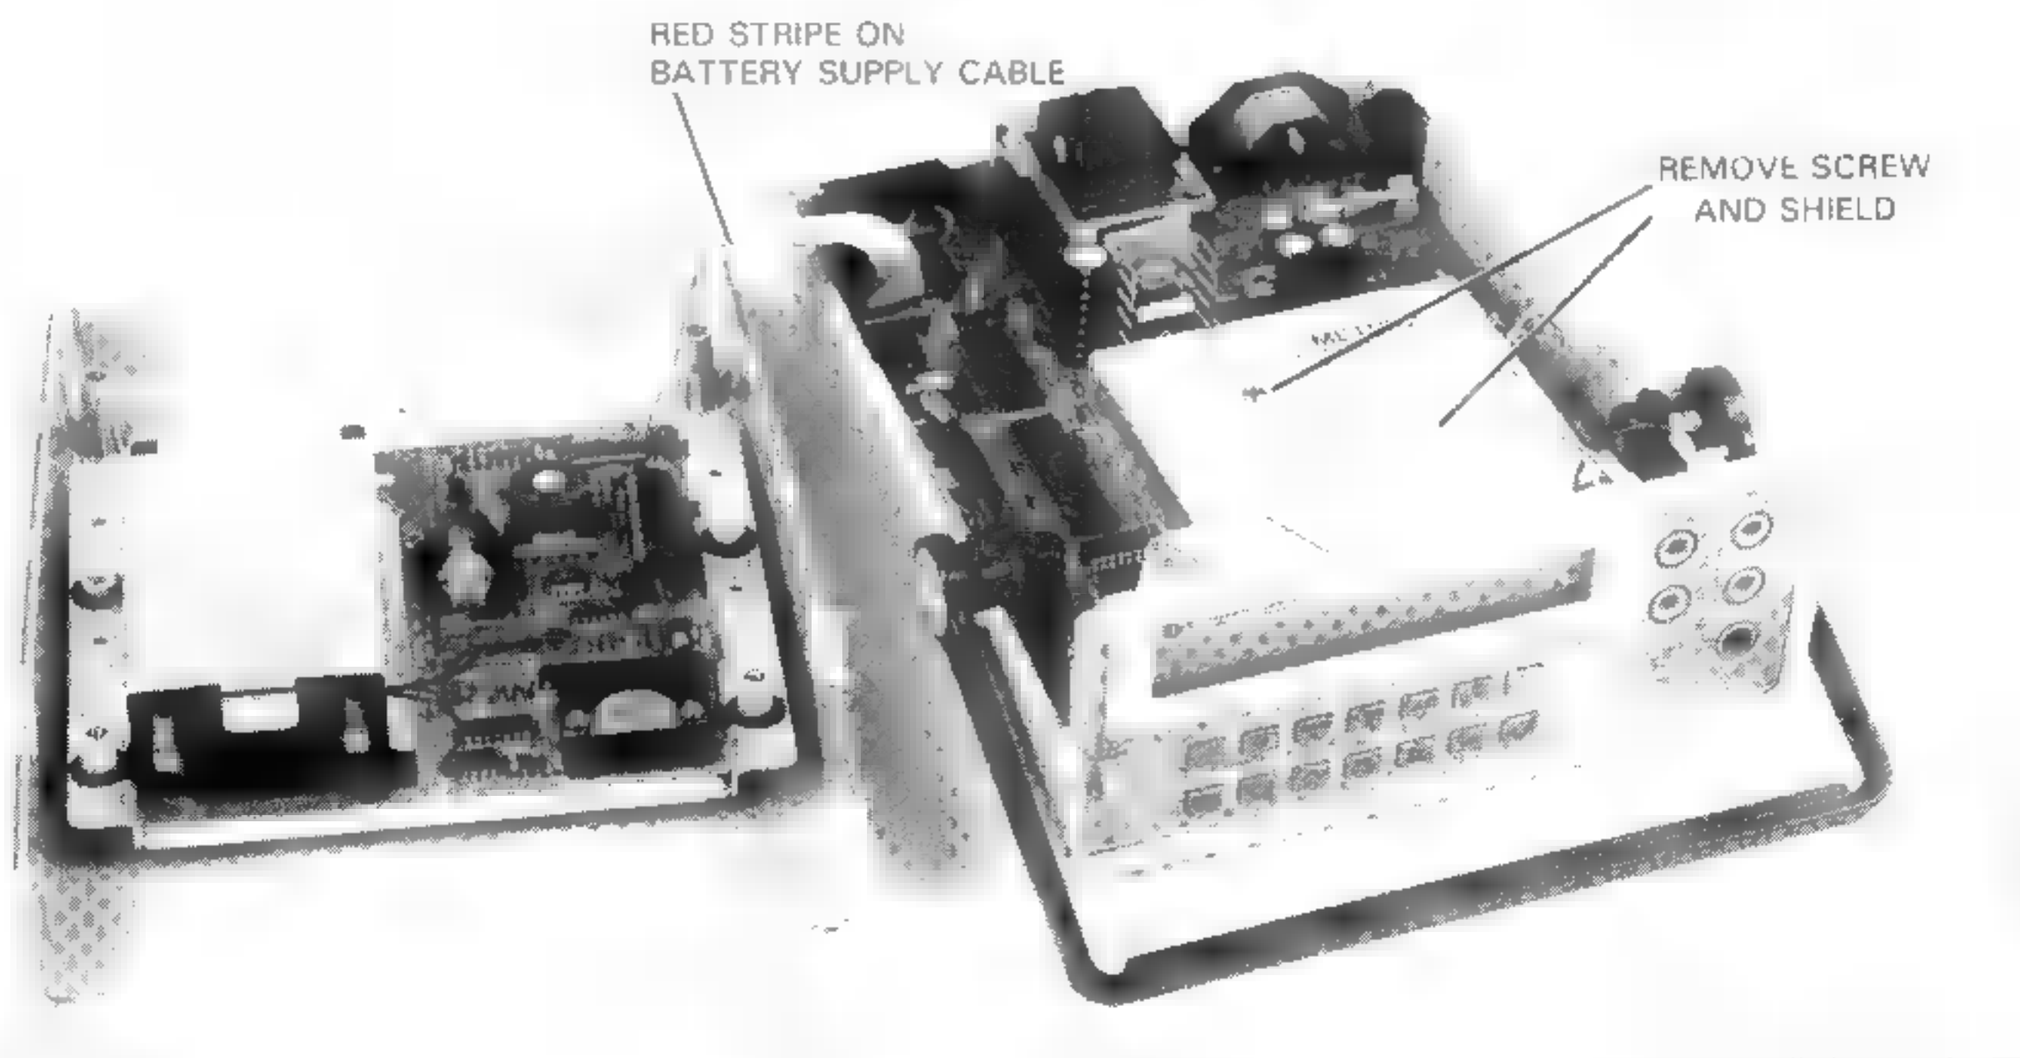

Figure 2-2. 3468A Top Cover Removed
5. If the 3468A has the optional Battery Charger (Option 001), lift the top cover assembly up approximately one inch and then place it to the left of the instrument, in an inerted position as shown in Figure 2-2. Locate the battery supply cable and note that it is plugged into the instrument with the red stripe toward the outside of the instrument case. Carefully unplug the battery supply cable from the instrument.
1. Refer to Figure 2-2 and locate the inner shield on the 3468A's main printed circuit board. Loosen and remove the mounting screw on the shield and then remove the shield, as shown in Figure 2-2.
2. Obtain the previously removed top cover assembly and set it next to the 3468A bottom assembly, as shown in Figure 2-2.